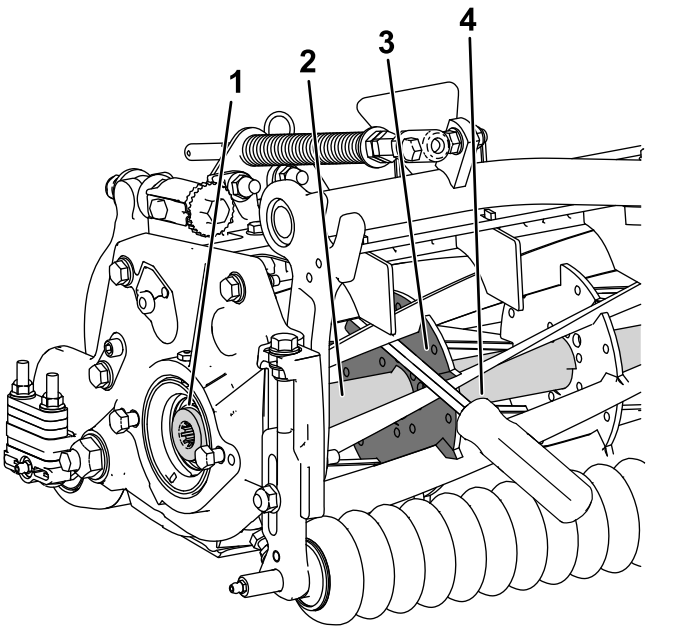

Figure 31
1. Insert a long-handled pry bar (recommended 3/8" x 12" with screwdriver handle) through the front of the cutting reel, closest to the side of the cutting unit that you will be torquing (Figure 31).
2. Place the pry bar against the weld side of the internal cutting reel reinforcement (Figure 31).